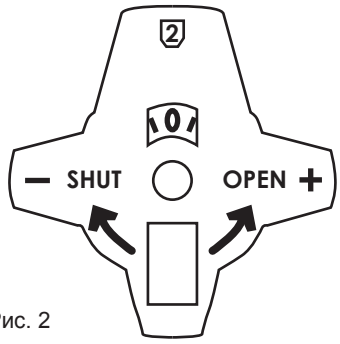

Рис. 2
3. Перевести клапан в рассчитанное положение регулировки (например, позиция 2.0, рис. 2).